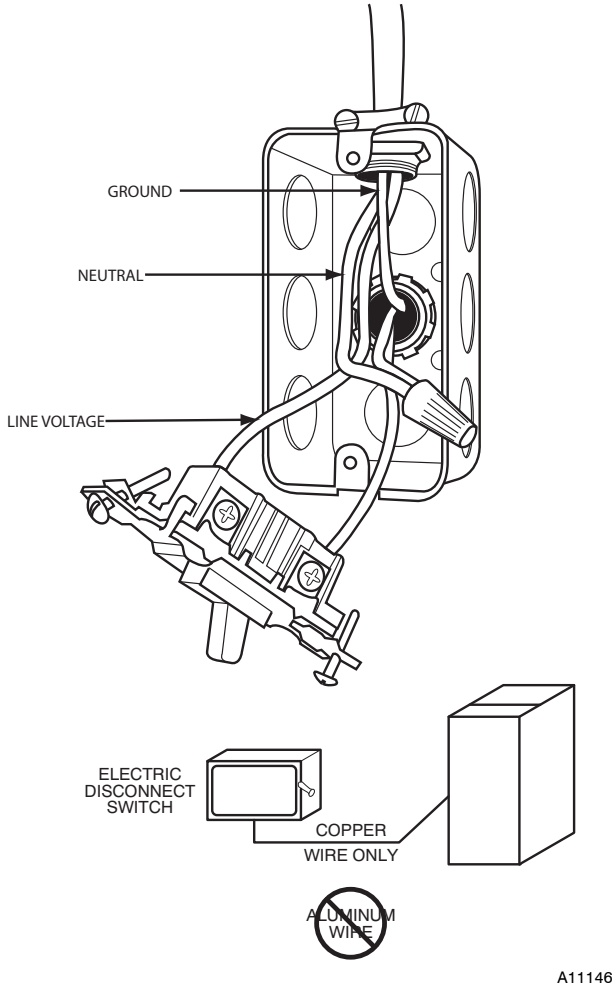

**Fig. 34 - Field-Supplied Electrical Box on Furnace Casing**
Do not connect aluminum wire between disconnect switch and furnace. Use only copper wire. See Fig. 34.
1. Fasten a field-supplied external electrical box to the outside of the casing by driving two field-supplied screws from inside electrical box into casing. See Fig. 34.
9. Complete external disconnect wiring and installation. Connect line voltage leads as shown in Fig. 34. Use best practices (NEC in U.S.A. for wire bushings, strain relief, etc., CANADA: Canadian Electrical Code CSA C22.1)